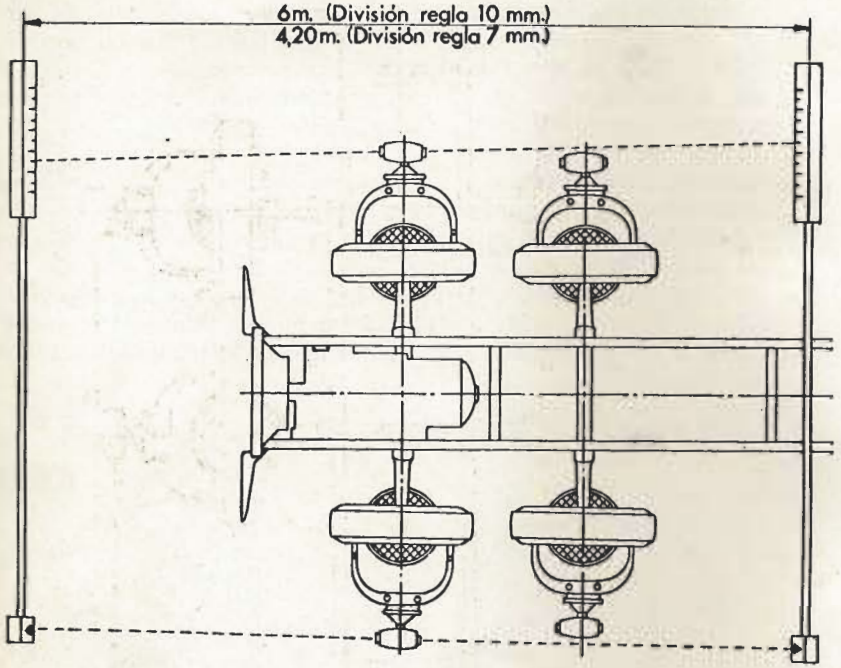

Fig. 9.2
9. Reglar la convergencia (fig. 9.2) en ambos ejes anteriores a un mismo valor entre 0 y 2 mm. (el valor ideal es de 1 mm. en cada eje).